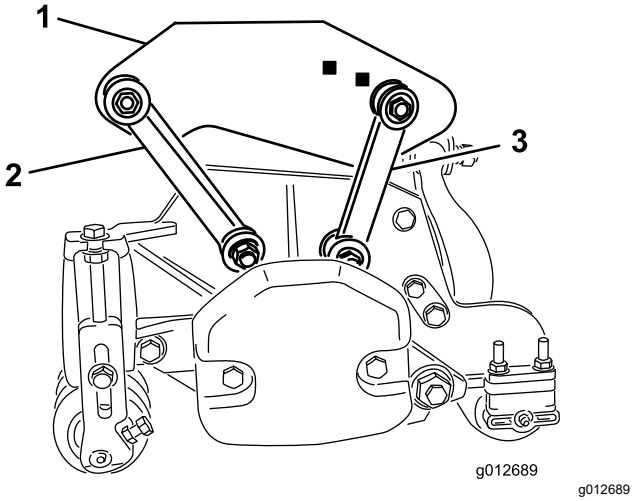

**Figur 19**
- Fest fremre monteringskoblinger til bærerammehullene med en bolt (⅜ x 2¼ tommer), to flate skiver og en låsemutter som vist i Figur 19. Plasser en skive på hver side av koblingen når du monterer. Stram til festene med et moment på 42 N·m.
- Fest monteringskoblingene til bakre bærerammehull med en bolt (⅜ x 2¼ tommer), to flate skiver og en låsemutter som vist på Figur 19. Plasser en skive på hver side av koblingen når du monterer. Stram til festene med et moment på 42 N·m.